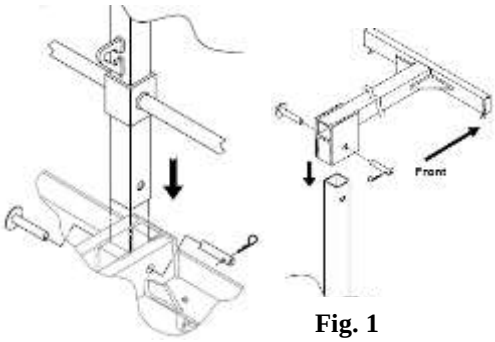

Fig. 1
a) Inspect to make sure the hitch pins are securely installed to the push pins. (Fig. 1)